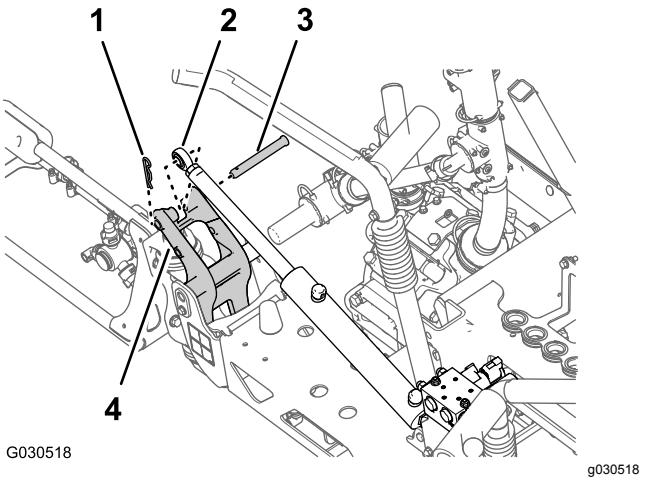

Figuur 38
2. Verwijder de R-pen en de gaffelpen waarmee het stanguiteinde van de hefcilinder bevestigd is aan de draaibeugel (Figuur 38).